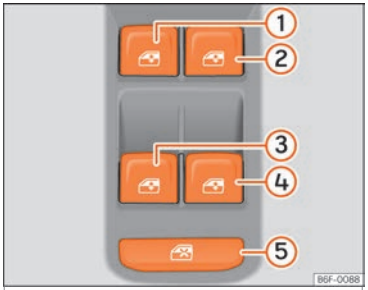

Fig. 92 Detail of the driver's door: window controls.
The safety control ››› **Fig. 92** (5) on the driver door can be used to disable the electric window buttons on the rear doors.